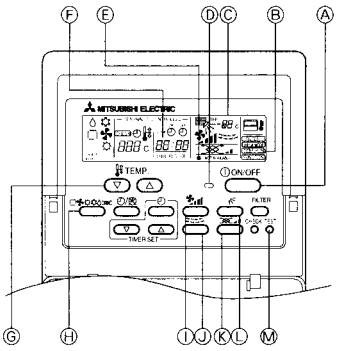

Fig. 8-1
8.2.1. Using wired remote controller (Fig. 8-1)
① Turn on the power at least 12 hours before the test run.
② Press the [TEST] button twice. ➡ "TEST RUN" liquid crystal display
③ Press the [Mode selection] button. ➡ Make sure that wind is blown out.
④ Press the [Mode selection] button and switch to the cooling (or heating) mode.